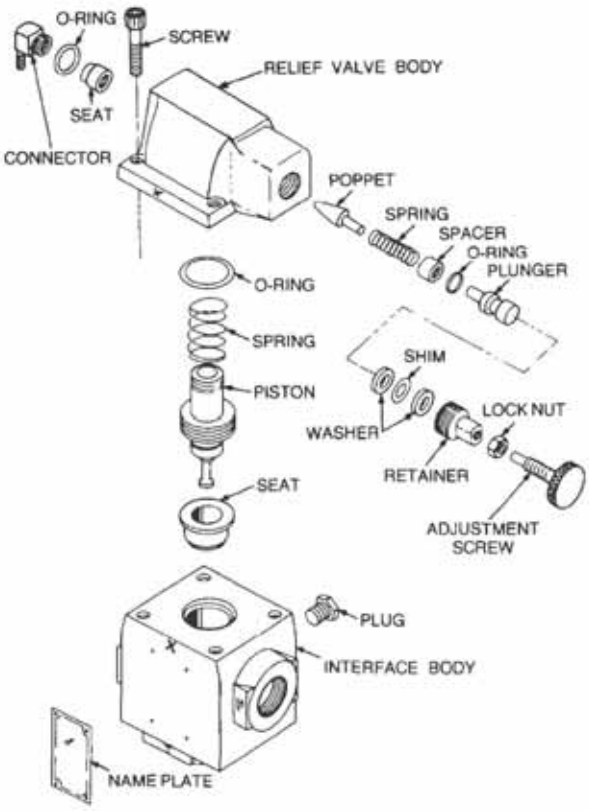

Figure 47 Relief Valve and Interface Assembly – Exploded View
b. Remove the four socket head bolts from the relief valve and separate the relief valve from the interface (Figure 47).